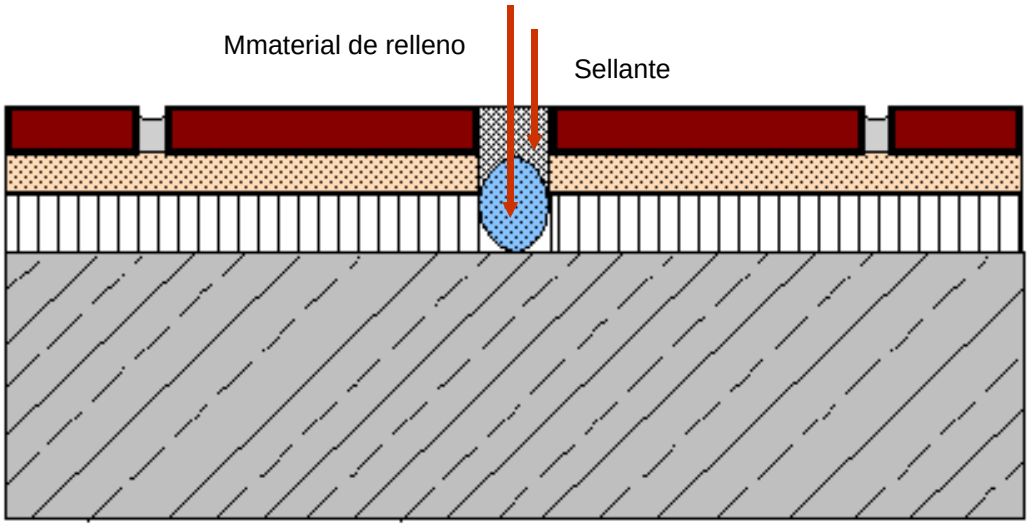

Figura 2
- Las juntas de dilatación deben estar convenientemente ejecutadas y funcionar como tales, es decir, deben ser *flexibles*, *impermeables*, *bien adheridas* y **deben llegar hasta la capa de deslizamiento, soporte base, o tela asfáltica** (ver figura 2).